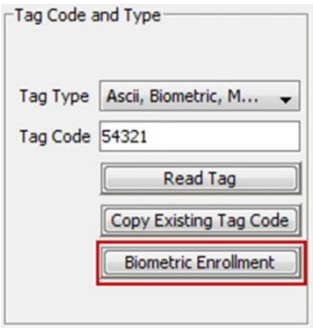

Figure 18 – Extract from Tag Dialog (Ready for Biometric Enrollment)
11. Click on the **Biometric Enrollment** button (see Figure 18).